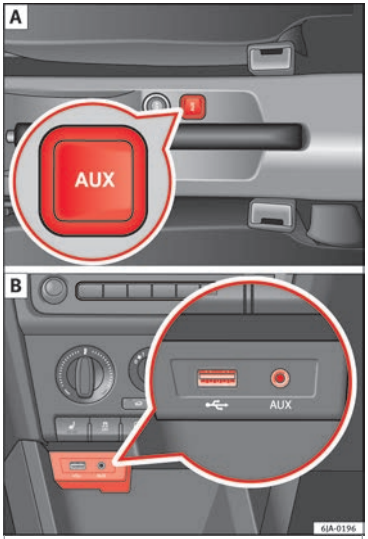

Fig. 34 AUX-IN input/MDI input.
- in the centre console between the front seats ››› **Fig. 34** - A;
- above the storage compartment in the front centre console ››› **Fig. 34** - B;
The MDI input is located above the storage compartment in the front centre console ››› **Fig. 34** - B;